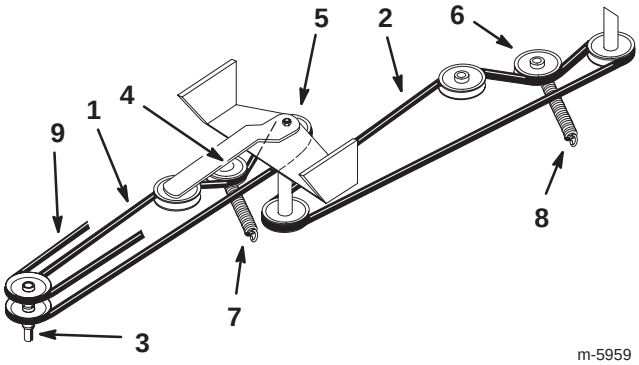

Bild 7
6. Montieren Sie den Treibriemen um die Riemenscheibe der Zwischenwelle. Legen Sie ihn nicht um die Spannscheibe des Treibriemens (Bild 7).
7. Legen Sie den Treibriemen und den Riemen der Hinterachse lose um die Motorriemenscheibe (Bild 7).
10. Legen Sie den Treibriemen um alle Riemenscheiben und Spannscheiben (Bild 7).
11. Montieren Sie die Spannscheibenfeder des Treibriemens (Bild 7).
12. Legen Sie den Hinterachsenriemen um alle Riemenscheiben (Bild 7).
9. Legen Sie den Kollektorriemen auf die Riemenscheibe der Zwischenwelle und montieren Sie den Kollektorriemen vollständig (Bild 7).